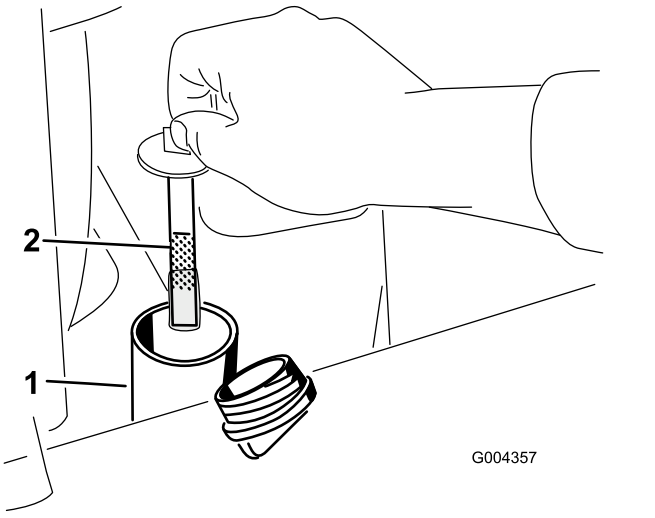

**Figure 60**
6. Remove the filler-neck cap and check the fluid level on the dipstick (Figure 60).